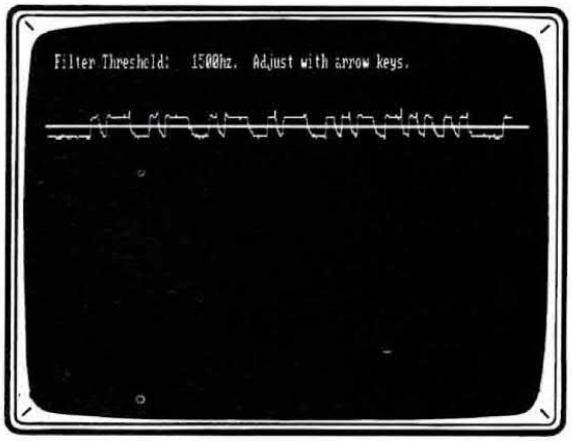

Fig.26 Premendo due volte il tasto C vi apparirà questa maschera. Anche qui dovrete portare la riga orizzontale al centro delle onde.
- Premete per **due** volte la lettera **C** e sul monitor vi apparirà la maschera di fig.26 e, sempre premendo i tasti **freccia su** o **freccia giù** portate la riga di riferimento sulla **parte superiore** del segnale di BF.